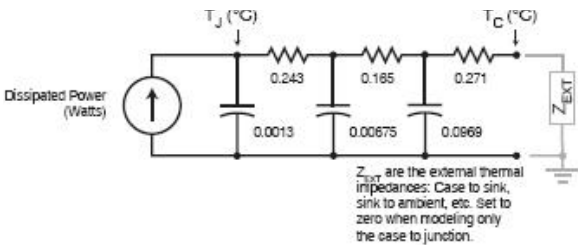

Figure 16 Transient Thermal Impedance RC Model
Thermal impedance test equipment applies power pulses of varying duration to the DUT, waiting for the junction temperature to settle back down between each pulse. This measures the 'single pulse' transient thermal impedance response. From this, a curve fit is used to create a resistor-capacitor (RC) model. Figure 16 shows such a transient thermal impedance RC model. Some datasheets may show the capacitors and resistors in parallel, but this is an error. The capacitors are "grounded" as shown in Figure 16, and the component values remain the same. There is no physical significance to the intermediate nodes in the model. Various numbers of resistor-capacitor pairs are used simply to create a good fit to actual measured thermal impedance data.
To simulate temperature rise with the RC model, you apply a current source whose magnitude is the power being dissipated in the MOSFET. Thus you can use PSPICE or other electronic simulator to apply an arbitrary power loss input. From this, you can estimate the junction-to-case temperature rise as the voltage across the ladder by setting Z_{EXT} to zero (a short), as shown in Figure 16. You can extend the model to include a heat sink by adding additional capacitors and/or resistors.